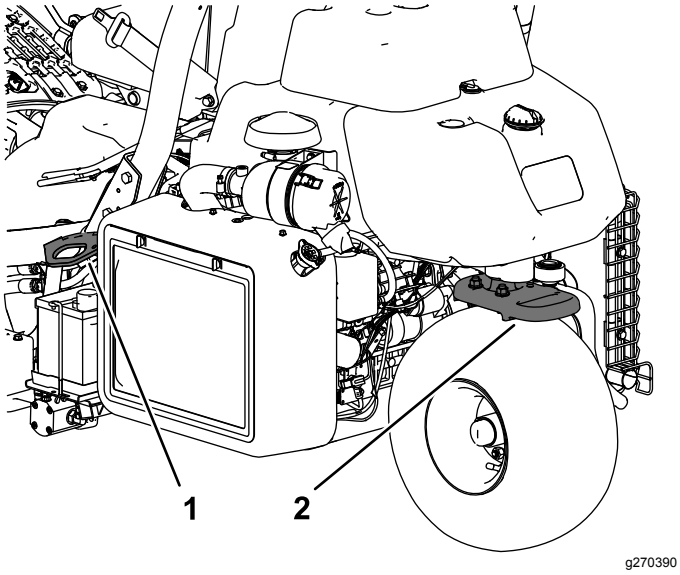

Figuur 24
- Zet de machine goed vast met spanbanden, kettingen, kabels of touwen. Zowel de voorste als de achterste spanband moet naar beneden en naar de buitenkant van de machine lopen (Figuur 24).